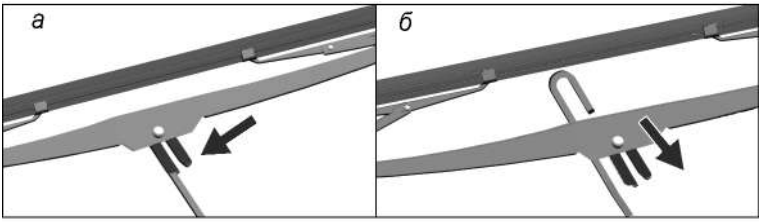

Рис. 3. 55. Замена щеток стеклоочистителей стекол
– блок интерфейса пользователя (БИП) с кнопкой «SOS» 3 (рис. 3. 59) находящийся на внутренней части крыши салона;